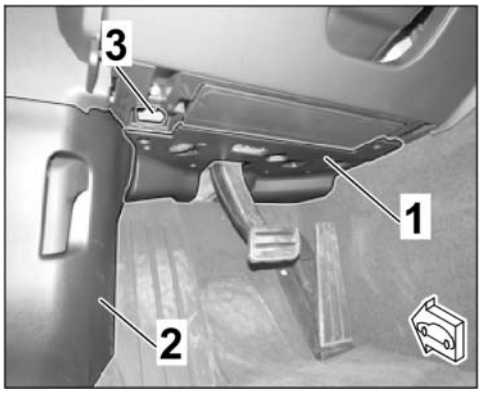

Figure 5
1.5.1 LHD vehicles: **ONLY** left side (⇒ *Figure 5* **-1-**)
1.6.1 LHD vehicles: **ONLY** left side (⇒ *Figure 5* **-2-**)